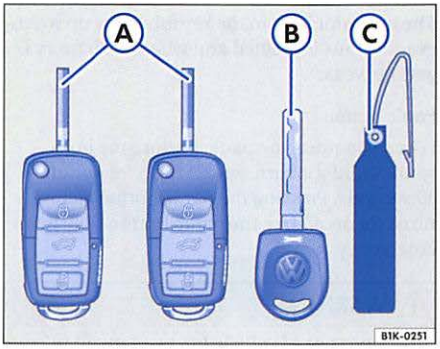

Fig. 24 Key set
- two master keys ⇒ fig. 24 Ⓐ with remote control and panic button and an emergency key Ⓑ